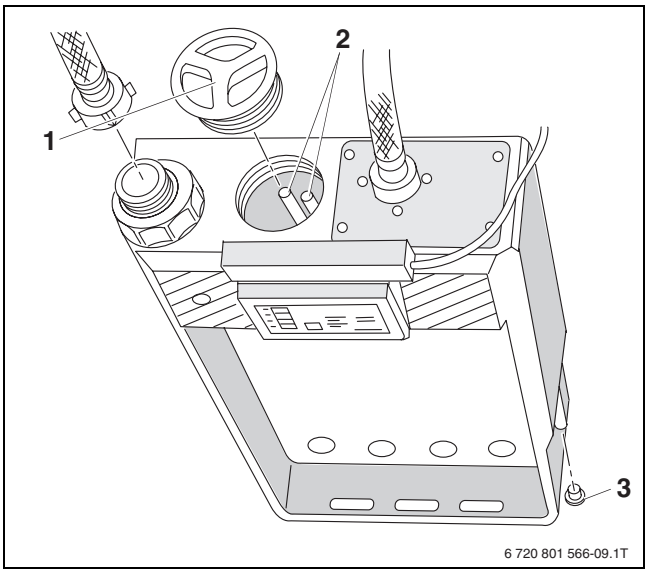

Рис. 9 Чистка устройства нейтрализации
- Отверните крышку отверстия для чистки (→ рис. 9, [1]) и сливную пробку (→ рис. 9, [3]).
- При необходимости осторожно очистите электроды (→ рис. 9, [2]).
- Перенесите устройство на место установки, выровняйте в горизонтальной плоскости, закройте крышкой отверстие для чистки (→ рис. 9, [1]) и вставьте сливную пробку (→ рис. 9, [3]).
- Проверьте электроды, при необходимости осторожно очистите их (→ рис. 9, стр. 10).